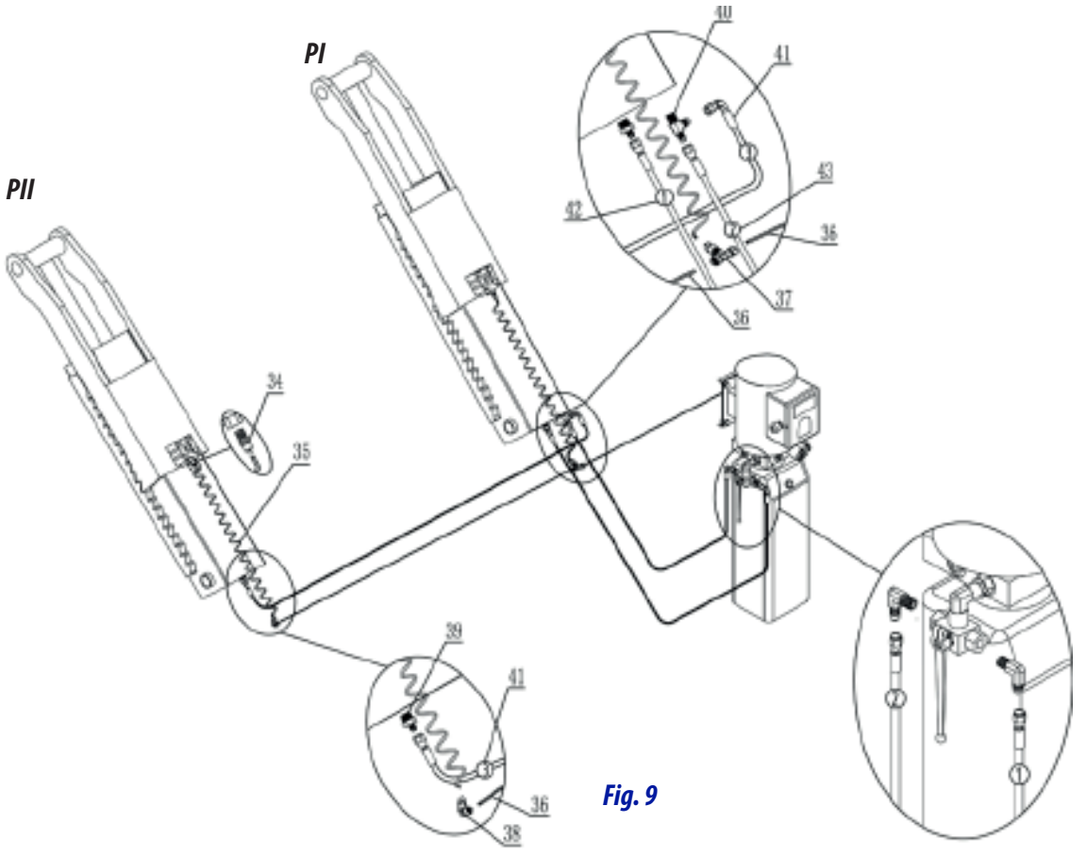

Fig. 9
2. Conectar la manguera de aceite y el conducto de aire (véase la fig. 9).